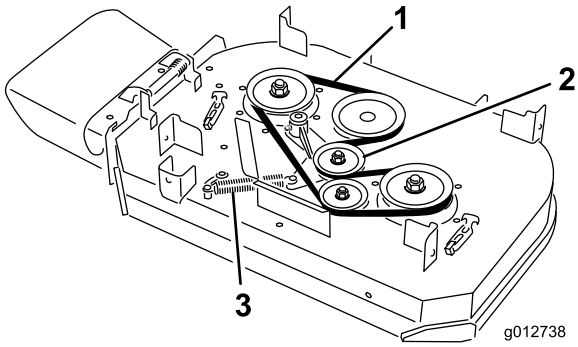

Figur 65
4. Ta bort fjädern från förankringen på mellanremskivans arm (Figur 65).
5. Ta bort den utslitna klipparremmen (Figur 65).
6. Montera den nya klipparremmen runt kopplingsskivan, däckskivorna och mellanremskivan (Figur 65).
7. Montera fjädern på förankringen på mellanremskivans arm (Figur 65).
6. Montera den nya klipparremmen runt remskivorna och mellanremskivan (Figur 65).
5. Ta bort fjädern från förankringen på mellanremskivans arm (Figur 65).
6. Ta bort den utslitna klipparremmen (Figur 65).
7. Montera den nya klipparremmen runt däckskivorna, kopplingsskivan och mellanremskivan (Figur 65).
8. Montera fjädern på förankringen (Figur 65).